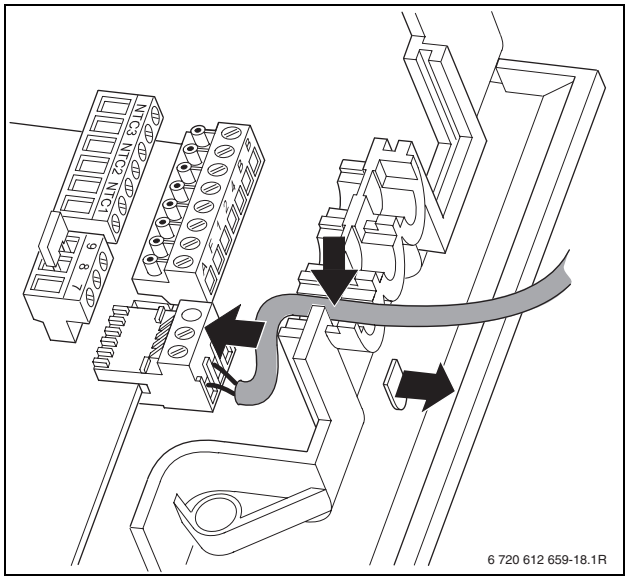

*Fig. 21*
- è necessario utilizzare il sensore NTC dell'acqua calda sanitaria SF 3, codice ordine 8 714 500 034 0 (bulbo Ø 6 mm, Fig. 21)